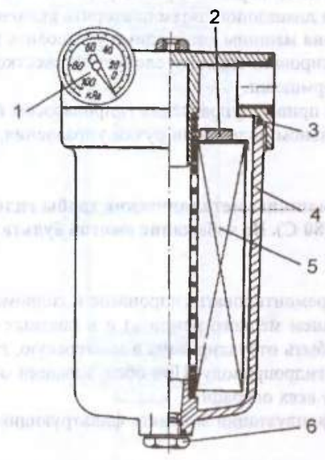

Рис. 120. Фильтр объемного гидропривода:
- отверните сливную пробку 6 (рис. 120) и слейте масло из стакана 4 фильтра;